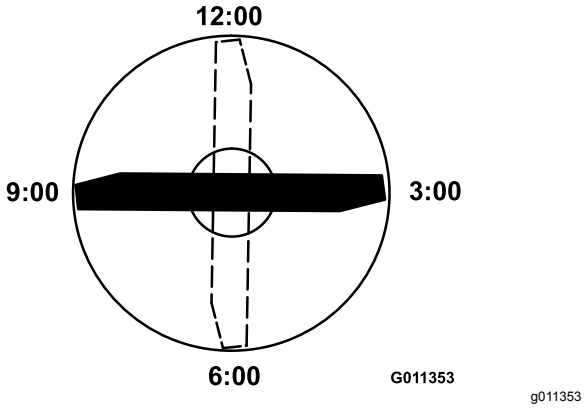

Figur 81
4. Anbring skæret på den afmærkede ende af skærekniven på kl. 12 (lige ud i klipperetningen) (Figur 81), og mål højden fra bordet til skæreknivens skær.
5. Drej skæreknivens afmærkede ende til kl. 3 og kl. 9 (Figur 81), og mål højderne.